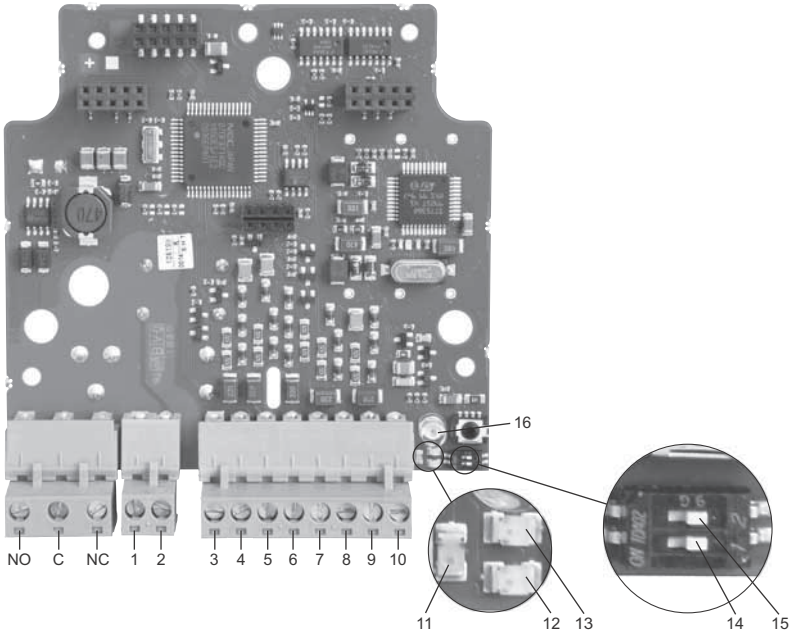

**Fig. 4** IO module
The terminals on the IO module are described in the following sections. See also fig. 4.
The IO module has one digital input (with NO/NC options) that can be used for detection of high water level. Before the NC option can be used, it must be enabled by setting the DIP switch to ON (left) (pos. 14). See fig. 4.
The input for external alarm (NO/NC) triggers the alarm relay as long as it is enabled. Before the NC option can be used, it must be enabled by setting the DIP switch to ON (left) (pos. 15). See fig. 4.